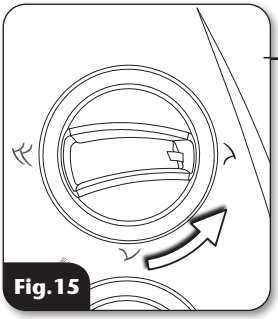

Fig.15
C. With the cover off the shower, turn the power selector to the COLD position **(fig.15).**